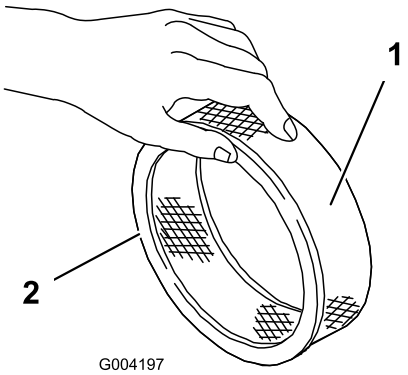

Figur 20
5. Efterse papirfilteret for revner, en olieagtig film og beskadigelse af gummipakningen (Figur 20).
1. Skub forsigtigt skumforfilteret over på papirindsatsen (Figur 20).